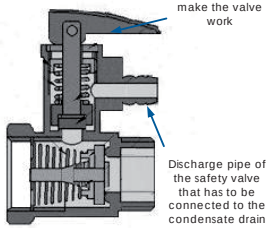

Fig. 8- 7-bar safety valve for water heater (supplied)
N.B.: The safety equipment for protection against over pressure must be operated regularly in order to remove limescale deposits and to check that it is not blocked (Fig. 8)
N.B.: The drain pipe connected to the equipment for protection against overpressure must be installed sloping continuously downwards and in a place where it is protected against the formation of ice (Fig. 8)